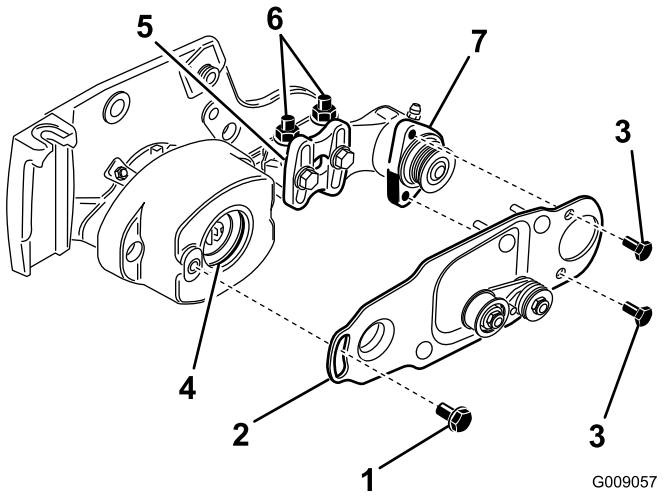

Figura 17
7. Togliete le due viti a testa cilindrica che fissano la piastra orientabile della spazzola rotante alla sede del cuscinetto (Figura 17).
8. Togliete il bullone di spallamento che fissa la piastra orientabile della spazzola rotante alla sede del cuscinetto (Figura 17).
9. Togliete la piastra orientabile con il gruppo puleggia tendicinghia attaccato (Figura 17).